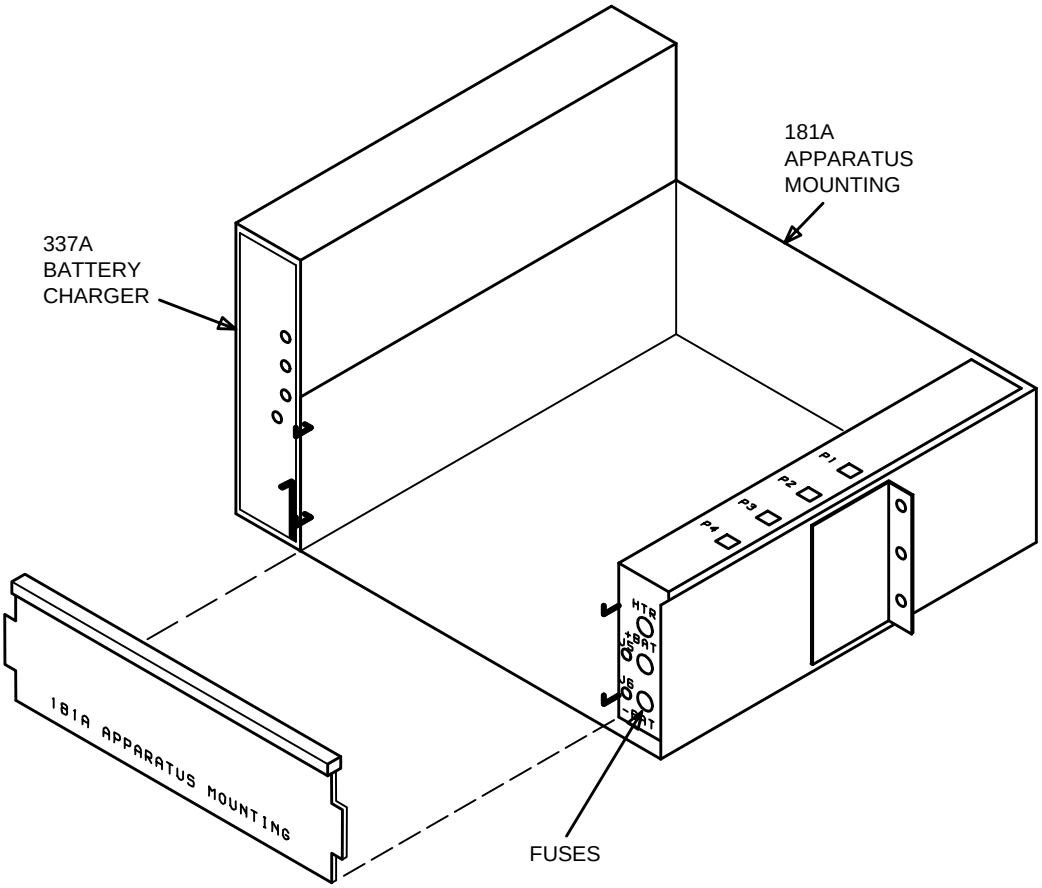

**Figure 2 – Battery Shelf**
23. At front of battery shelf, remove front cover by lifting cover up and out (Figure 2).